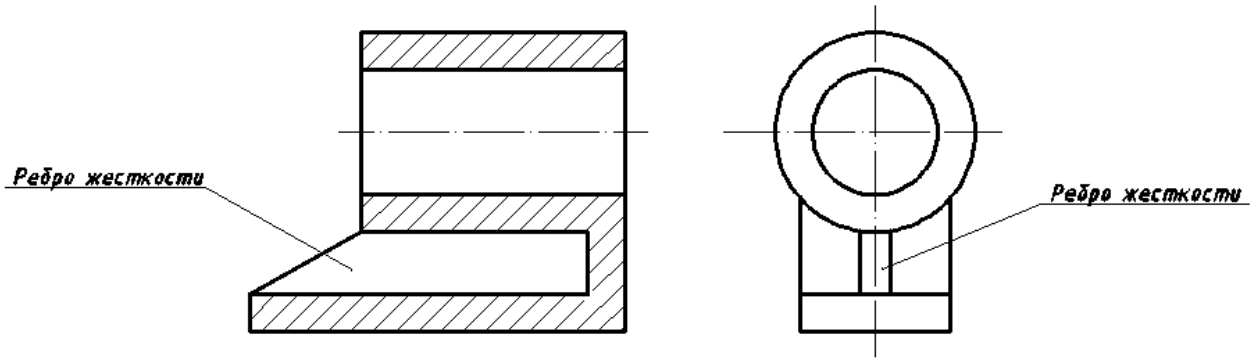

Рис. 21. Изображение тонкой стенки (ребра жесткости) в продольном разрезе
2. Детали – спицы маховиков, шкивов, зубья зубчатых колес тонкие стенки (ребра жесткости), попадая в разрез не штрихуются (рис. 21).